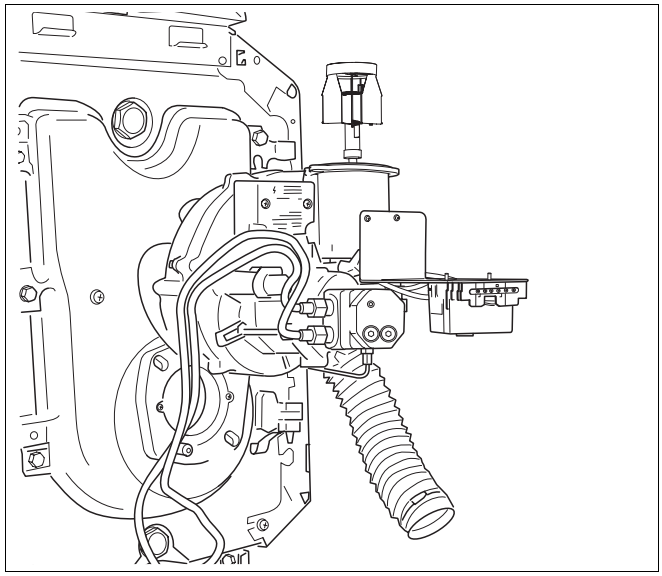

Fig. 25 Mettere il bruciatore in posizione di servizio
- Mettere il bruciatore in posizione di servizio (fig. 25).